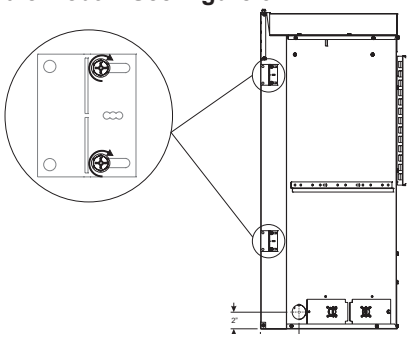

Figure 32
4. Loosen but do not remove the eight screws securing the nailing flanges to the firebox. **See Figure 32**.